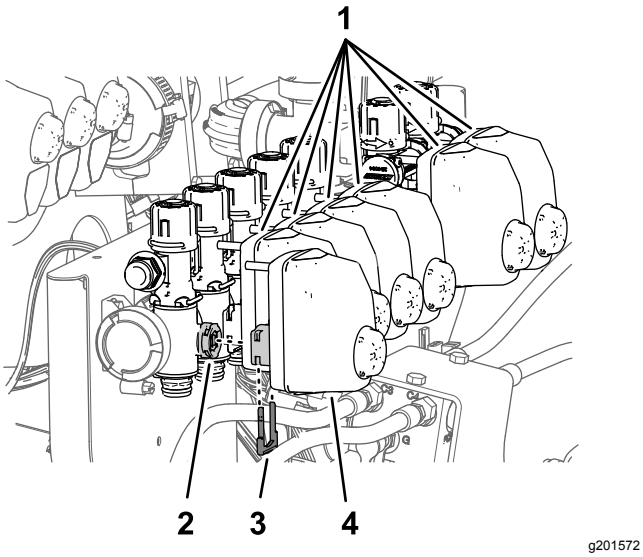

Figur 97
1. Afmonter holderne, der fastgør ventilaktuatorerne til dyseventilerne 1 til og med 7 (Figur 97).
2. Afmonter ventilaktuatorerne fra dyseventilerne 1 til og med 7 (Figur 97).
10. Sæt ventilaktuatorerne ind i dyseventilerne 1 til og med 7 (Figur 97) med de holdere, du fjernede i trin 1.